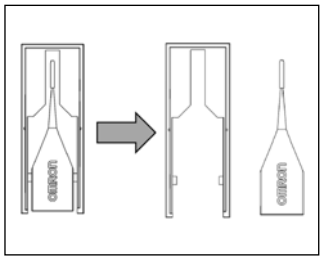

図1
(1)コーディングキーをプロテクター部から折り取ってください。(図1)